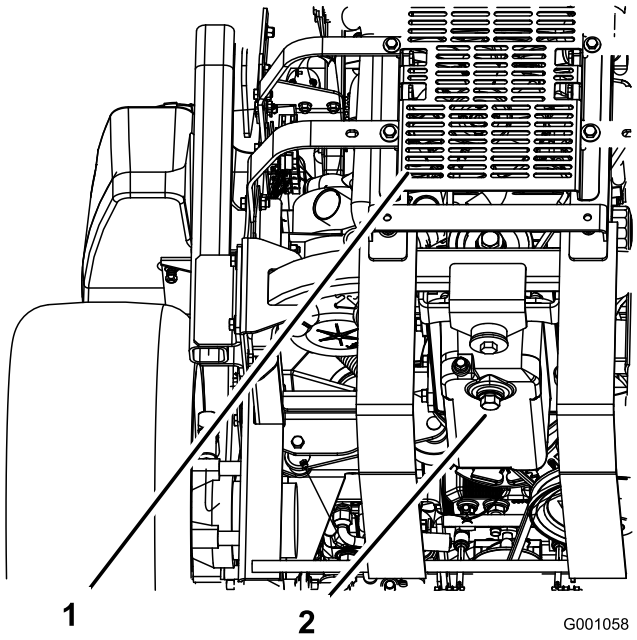

Figur 44
5. Ställ ett kärl under avtappningsröret. Ta bort avtappningspluggen och låt oljan tömmas ut helt (Figur 44).